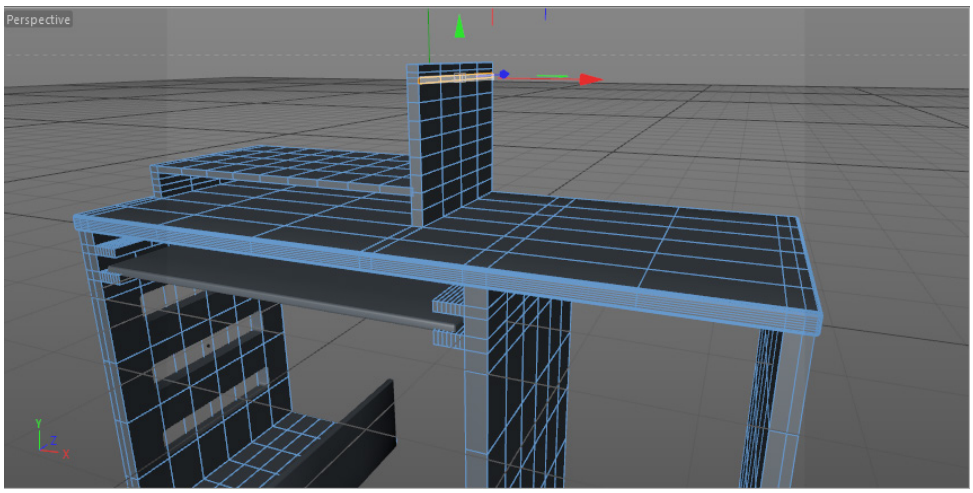

Figure 3-106 *The selected polygons of Computer table*
6. Choose the **Polygons** tool from the Modes Palette; the Computer table is displayed in the polygon mode. Choose the **Live Selection** tool from the Command Palette and make sure that the **Only Select Visible Elements** check box is selected. Now, select the polygons of Computer table, as shown in Figure 3-106.